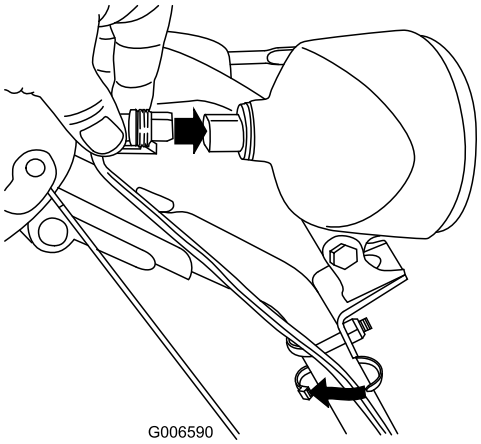

**Figur 62**
6. Skjut in kabelkontakten rakt in i strålkastarens baksida tills den sitter fast ordentligt (Figur 62).